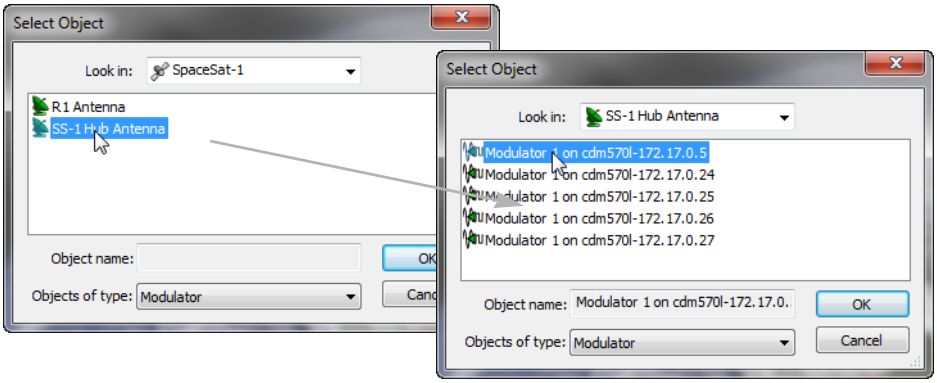

Figure 3-68 Select Downlink Modulator
15. In the Select Object window that opens, double-click on the **Antenna** icon for the Hub site to view the associated mods (figure 3-68).